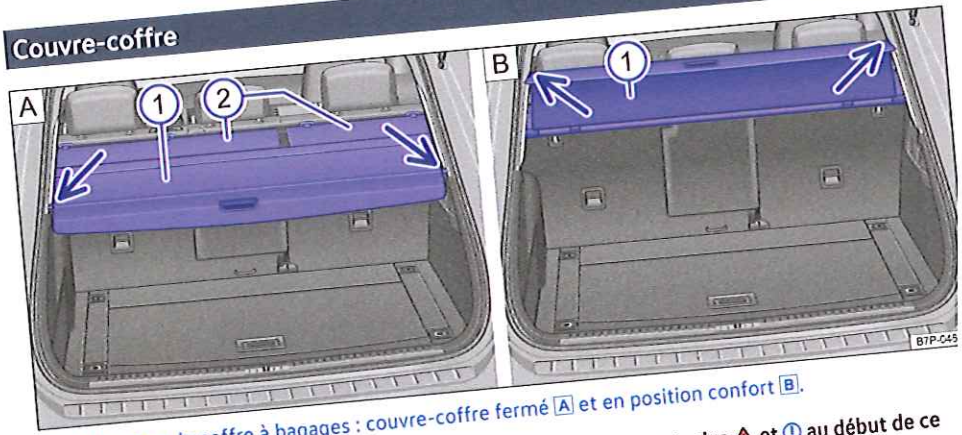

Fig. 118 Dans le coffre à bagages : couvre-coffre fermé A et en position confort B.
Vous pouvez élever la position du couvre-coffre pour faciliter le chargement → fig. 118 B.
- Placez d'abord le couvre-coffre → fig. 118 ① dans le logement gauche.
- Si nécessaire, accrochez à nouveau le cache d'interstice → fig. 118 ② A dans les œillets de retenue des dossiers de sièges arrière → fig. 119 ①.